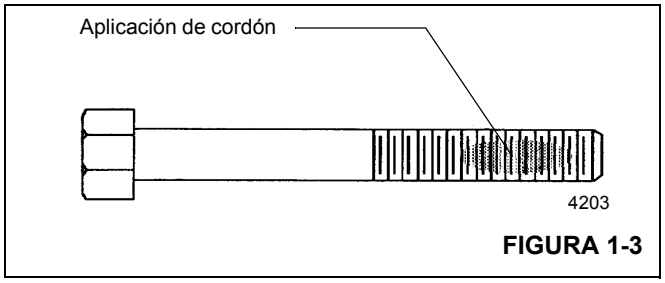

FIGURA 1-3
1. Aplique un cordón en sentido perpendicular a las roscas, de un ancho equivalente al de varias roscas, en la zona aproximada de engrane de las roscas (Figura 1-3).
3. Después de haber aplicado la pasta y haber engranado las roscas adosadas, la fijación se producirá en menos de cinco (5) minutos, si se le aplicó imprimador antes del engrane. La fijación de las piezas puede tomar hasta 30 minutos si no se les aplica imprimador.